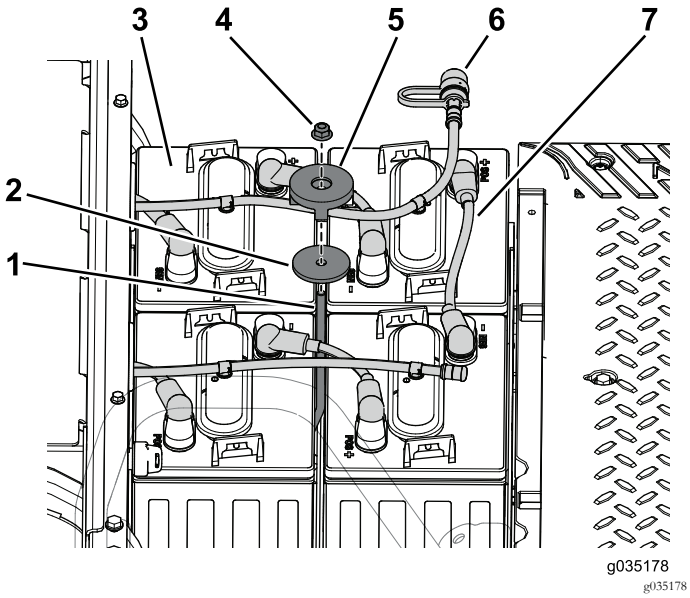

Figuur 97
1. Plaats de 4 accu's in de voorste accubak (Figuur 97).
2. Gebruik de aandrukstang, de ring, de houder en de borgmoer om de accu's aan de accubak te bevestigen (Figuur 97).
3. Sluit de accukabels aan op de pluspool (+) van de accu's (Figuur 97).
6. Bevestig de waterslang op de accu's (Figuur 97).